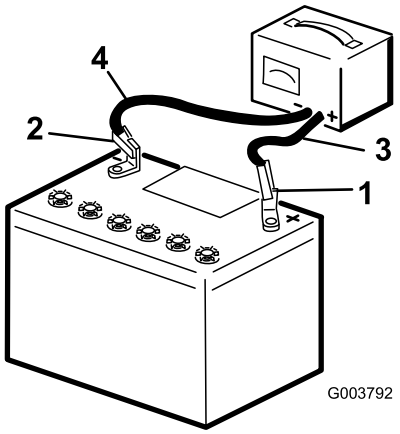

Rysunek 39
3. Ładuj akumulator przez 10 do 15 minut przy natężeniu od 25 do 30 amperów lub przez 30 minut przy natężeniu 4 do 6 amperów (Rysunek 39). Nie dopuszczać do przeładowania akumulatora.
4. Gdy akumulator będzie w pełni naładowany, należy odłączyć ładowarkę od gniazdka elektrycznego, a następnie odłączyć przewody ładowarki od biegunów akumulatora (Rysunek 39).